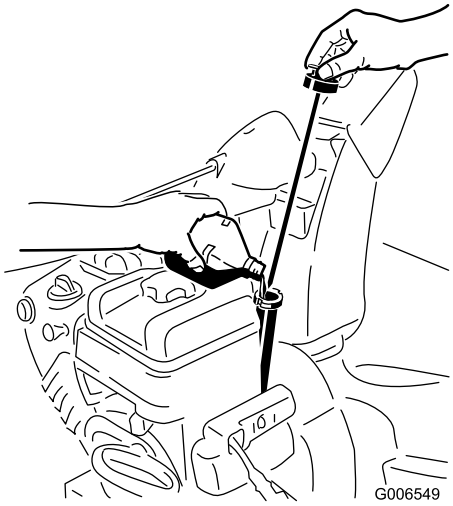

Figur 41
2. Fjern målepinden, og kontroller oliestanden (Figur 41). Hvis oliestanden er under mærket Add (fyld på), skal du påfylde olie. Se afsnittet Påfyldning af olie på motoren.